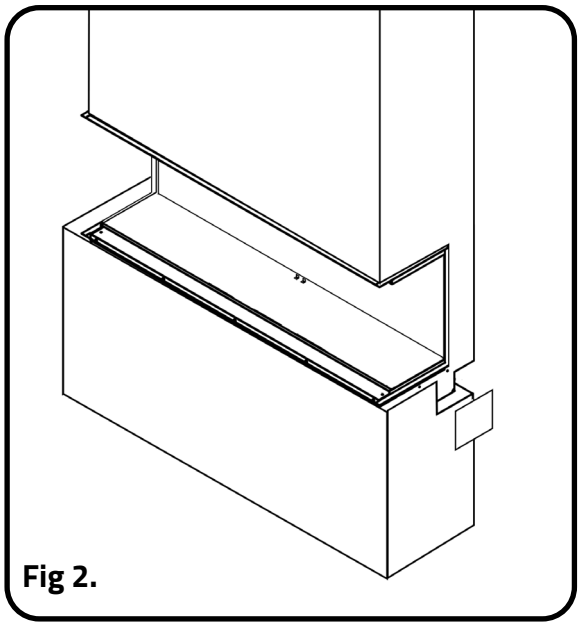

Fig 2.
**Fig 2** indicates where the power cord will connect to the appliance. You can use this as a guide to create your access panel.